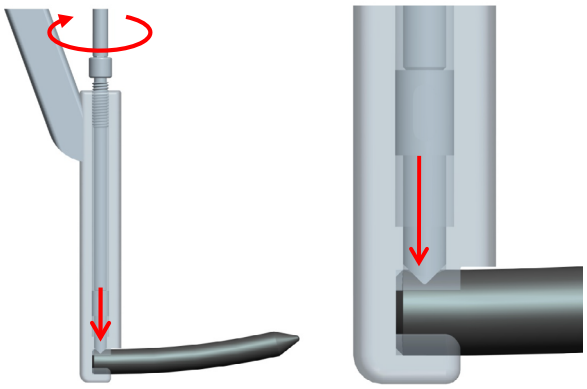

图 8b
- 将起子插入夹持器六方孔内，旋转起子直至棒被持紧（图 8b）。